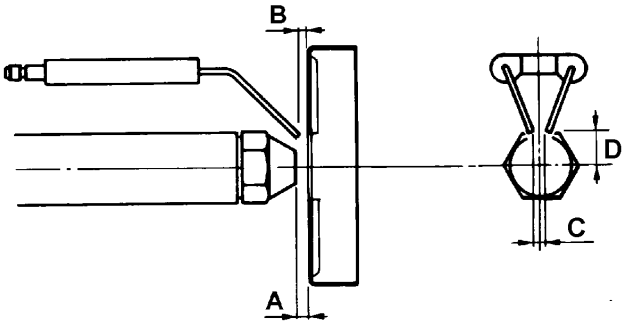

Fig. 15
- contrôle, nettoyage et réglage éventuel des électrodes d'allumage et des isolateurs en céramique correspondants. Les remplacer si nécessaire (voir Fig. 15);